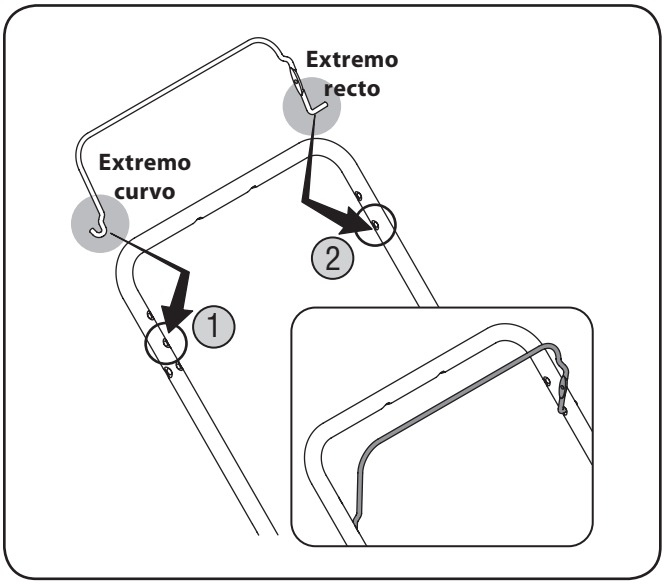

Figure 3-5
1. Inserte el extremo curvo del control de la cuchilla en el orificio del centro ubicado sobre el lado derecho de la manija superior. Vea Figure 3-5.
2. Apriete suavemente el control de la cuchilla hacia adentro e inserte el extremo recto dentro del orificio inferior ubicado del lado izquierdo de la manija superior. Vea Figure 3-5.